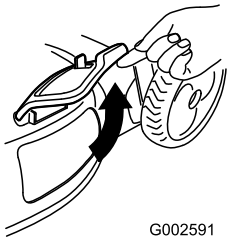

Figuur 28
2. Zet het deurtje van de zijafvoer open (Figuur 28).